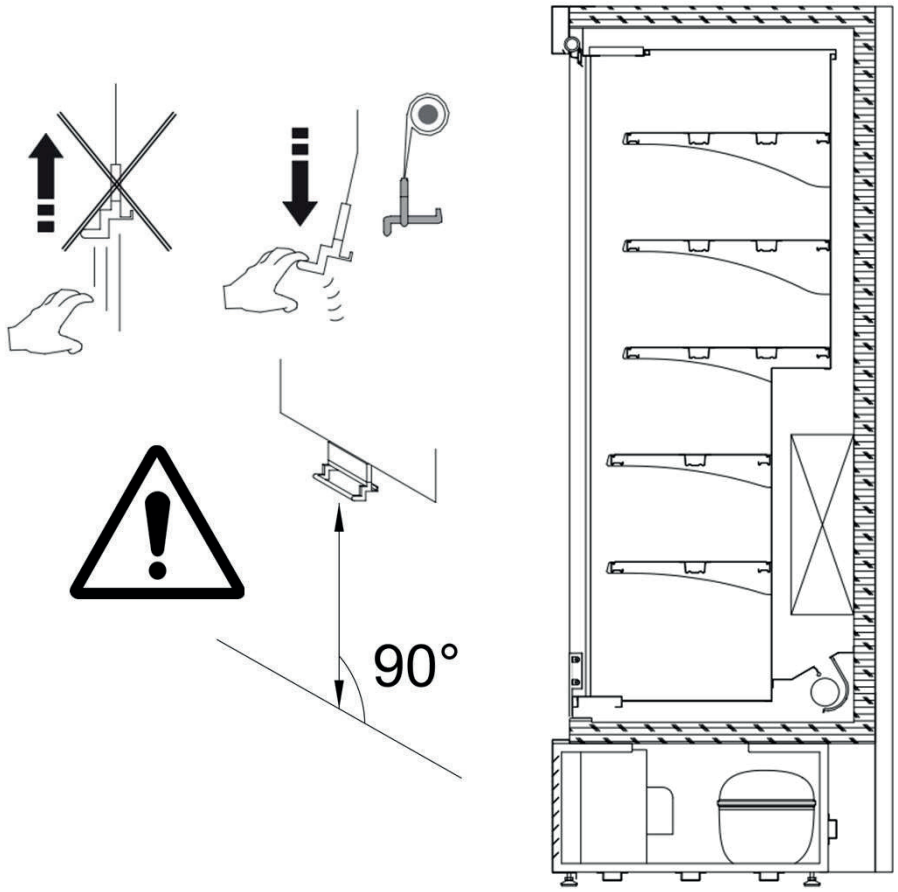

fig. 16
- Aprire / chiudere la tendina come rappresentato in fig. 16.